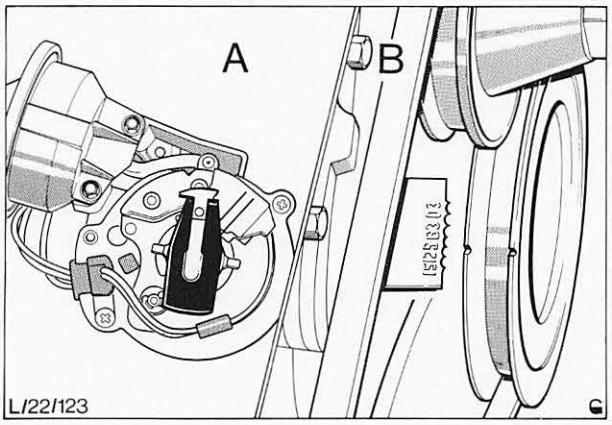

Abb. 37 Riemenscheibe der Kurbelwelle auf 9° v. o.T.
c) Riemenscheibe der Kurbelwelle auf 9° v. o.T. des 1. Zylinders drehen (siehe Abb. 37).